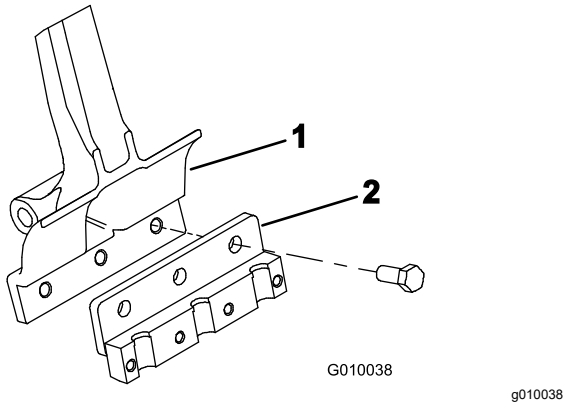

Figur 22
3. Monter en tineholder på hver tinearm (Figur 22) med 3 bolte (½" x 1¼"). Tilspænd boltene til et moment på 101,6 Nm.